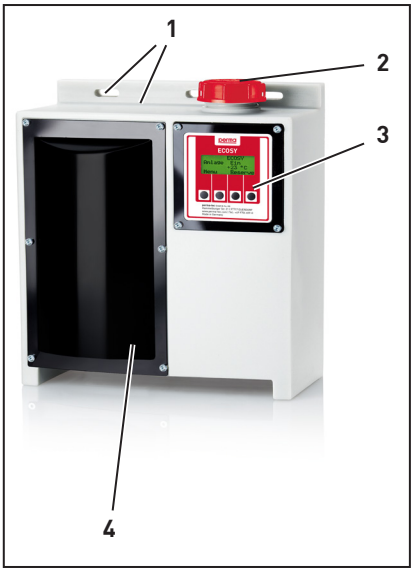

Fig. 3-1 Graisseur automatique perma ECOSY 5
Le perma ECOSY 5 est composé essentiellement de (fig. 3-1, 3-2):
- Ôter le capot de pompe (4, fig. 3-1).
- Poser le capot de pompes (4, fig. 3-1). Ne serrer les vis à six pans creux qu'à la main.